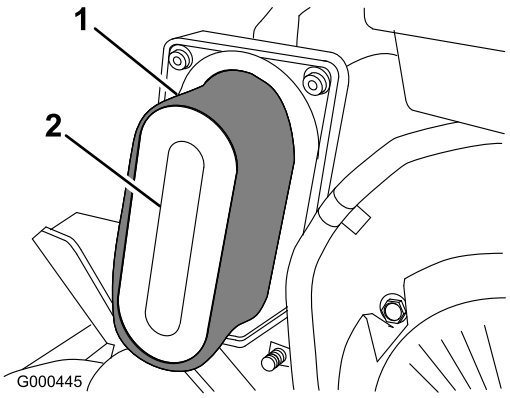

Figur 22
4. Hvis skumelementet er skittent, fjerner du det fra papirelementet (Figur 22) og rengjør det grundig, som følger: